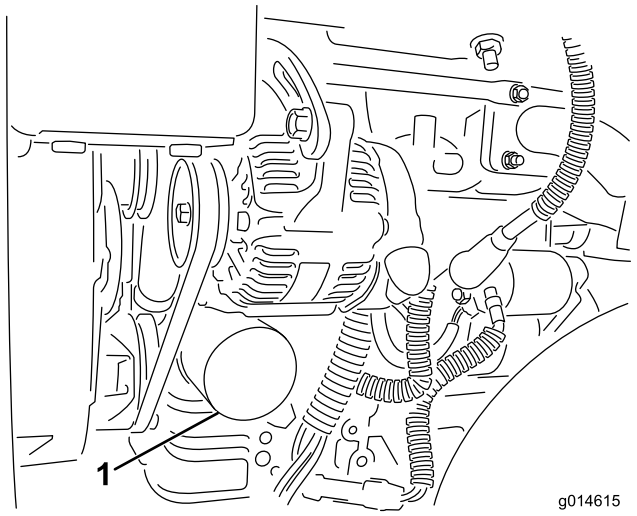

Figuur 43
2. Verwijder het oliefilter (Figuur 43). Smeer een dun laagje schone olie op de pakking van het filter.